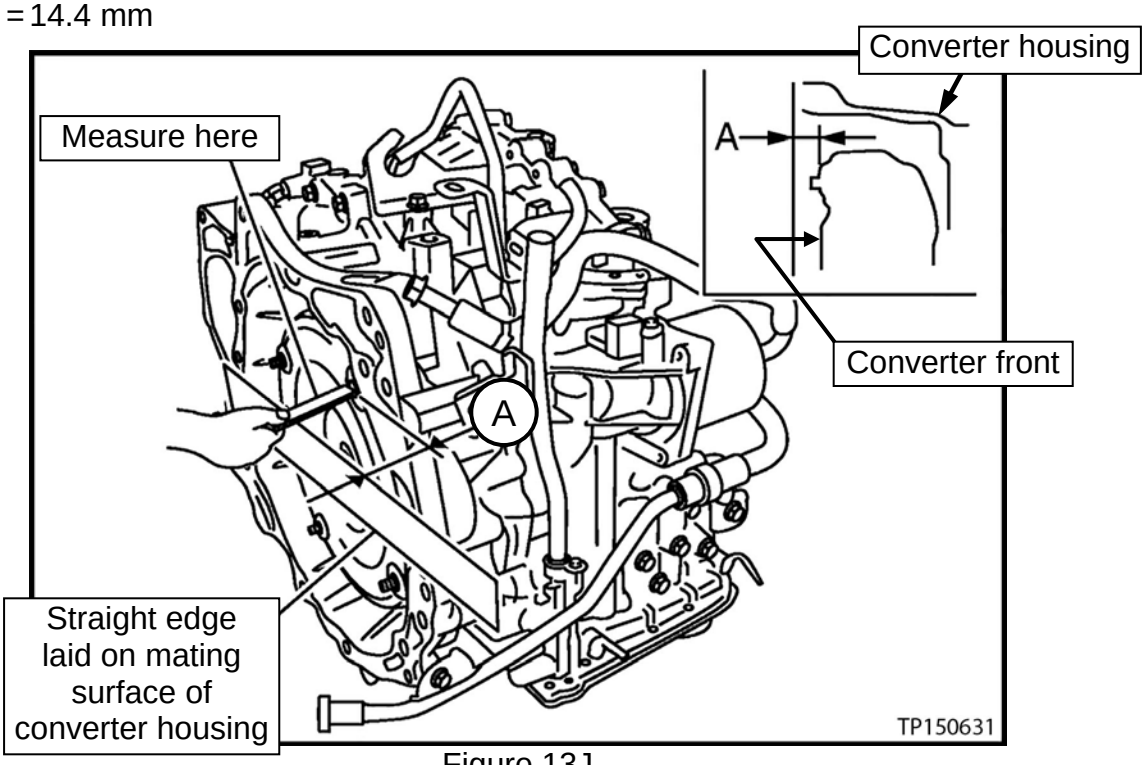

Figure 13J
- Verify the torque converter is installed at the proper depth (see Figure 13J).
- (A) = 14.4 mm